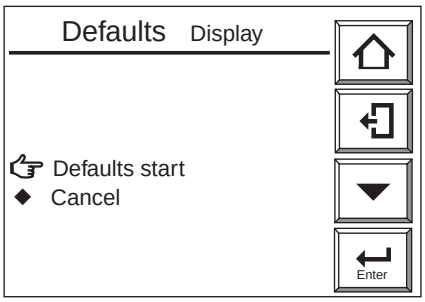

Figure 10.12 Initialization Start Display
(4) Select your desired item to initialize in order to display the “Defaults Display” shown in Figure 10.12.
(5) Choose Defaults start. Initialization then starts.